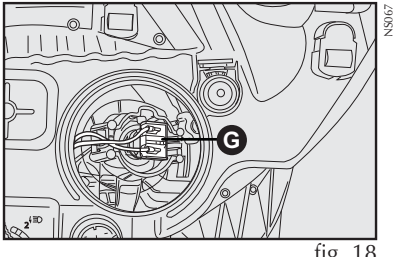

fig. 18
- Retirar o conector elétrico **G-fig. 18** puxando-o para soltá-lo da mola de retenção;
- Pressionar o conector com a lâmpada **G-fig. 18** para dentro para travá-la nas molas de retenção;